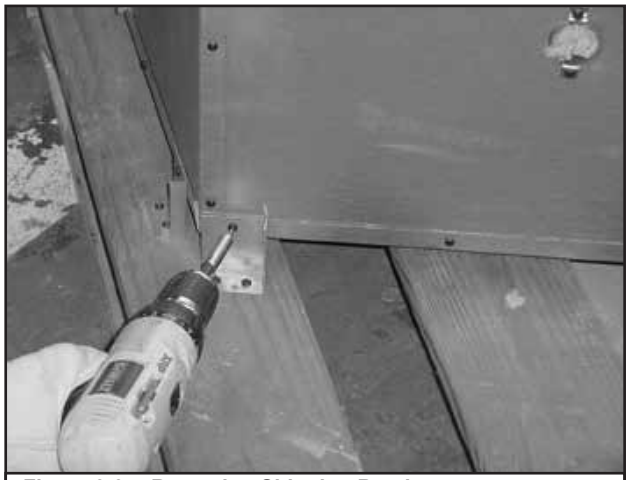

Figure 3.6 Removing Shipping Brackets
- Remove shipping brackets as shown in Figure 3.6. Replace the screws removed from the fireplace.
The fireplace is attached to pallet with two brackets on each side and rear of outer shell. See Figure 3.6.